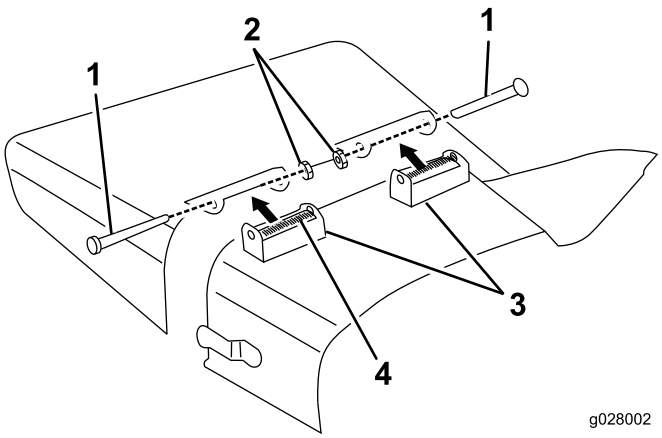

Figura 5
1. Retire os parafusos, porcas de bloqueio e molas que fixam o defletor aos apoios de articulação (Figura 5).
2. Retire os parafusos da carroçaria e porcas flangeadas que prendem os apoios de articulação à caixa (Figura 5).